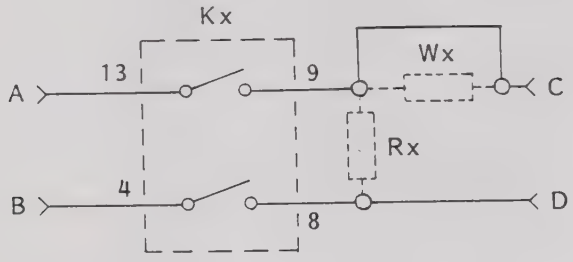

Figure 3-14, 1260-13 Channel
3.5.11.5 Figure 3-14 shows a 1260-13 channel with a series and shunt element associated with each channel. The series elements are designated W1 to W40 while the shunt elements are designated R1 to R40. To allow immediate use of the module, a zero-ohm jumper is installed on all positions for W1 to W40. On the other hand, no component is installed on R1 to R40.